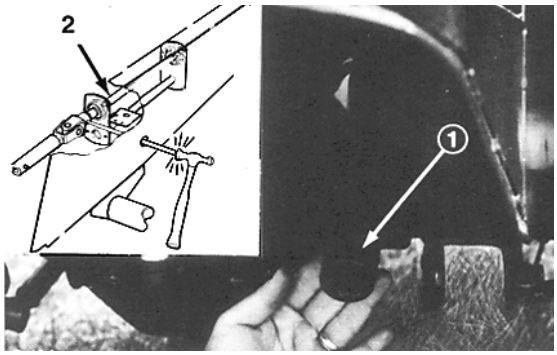

Fig. 11
2. Togliere i 5 dadi della ruota e togliere la ruota dall'asse per sgomberare il foro di accesso nel fianco dell'intelaiatura (Fig. 11).
3. Girare l’albero della presa di forza per allinearne il foro con il foro nell’intelaiatura (Fig. 11).
4. Attraverso il foro nell’intelaiatura, usare cacciachiodi e martello per spingere in fuori il rullo dall’albero della presa di forza e l’albero in uscita (Fig. 11).